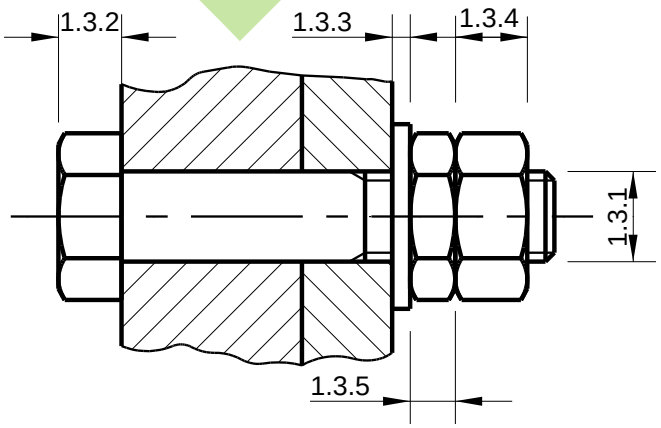

FIGURE 2
1.3 Figure 2 shows a drawing indicating a conventional bolt with lock nut and washer assembly. The labels 1.3.1 – 1.3.5 represent the proportions to be used on such an assembly. Write down the correct proportions next to the question numbers (1.3.1 – 1.3.5) of the given assembly on the DRAWING SHEET.